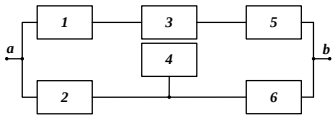

Рис. 4
10. Определить вероятность отказа системы, НФС которой представлена на рис. 4, с помощью метода разложения относительно особого элемента.